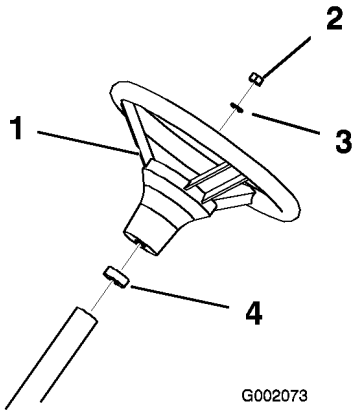

Figur 4
3. Fest rattet på rattstangen med mutteren (Figur 4).